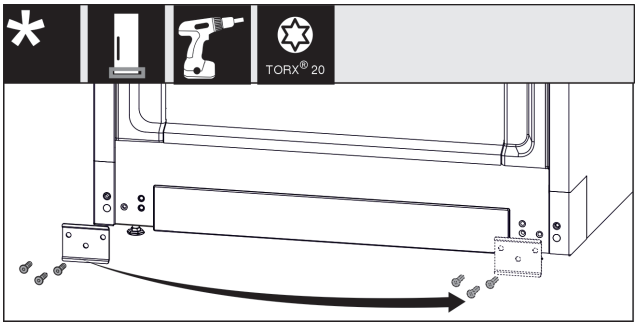

Fig. 15
▶ Odvijte ploščo *Fig. 15 (1)*, jo prestavite na drugo stran in nato znova privijte.